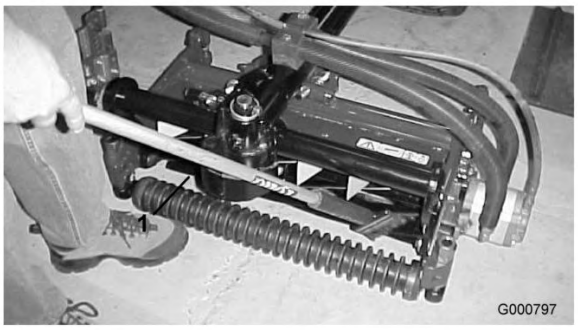

Figura 83
8. Aplique o produto de rectificação com uma escova de cabo comprido (peça Toro nº 29-9100). Nunca utilize uma escova de cabo curto (Figura 83).